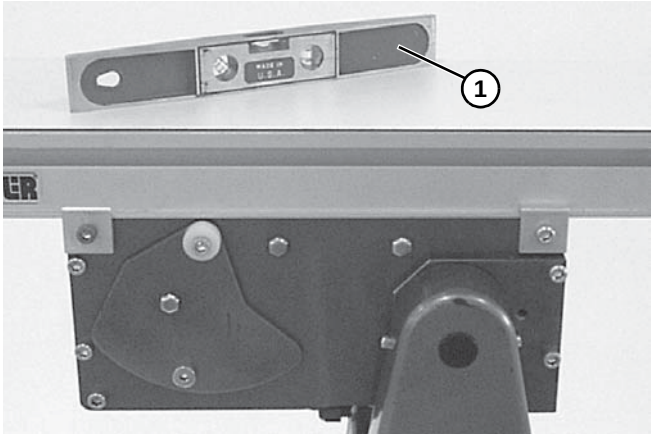

Figure 3
Conveyor MUST be mounted straight, flat and level within confines of conveyor. Use a level ***(Figure 3, item 1)*** *for setup.*